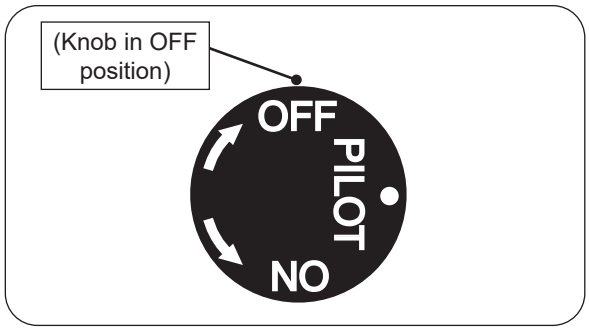

Fig. 19-2 Pilot shut down
2. Locate the valve on the side of the unit. Push in the gas control knob slightly and turn clockwise ↷ to **OFF** (see Fig. 19-2).
Push in the control knob slightly and turn clockwise ↷ to **OFF**. Do not force. See Fig. 19-2.